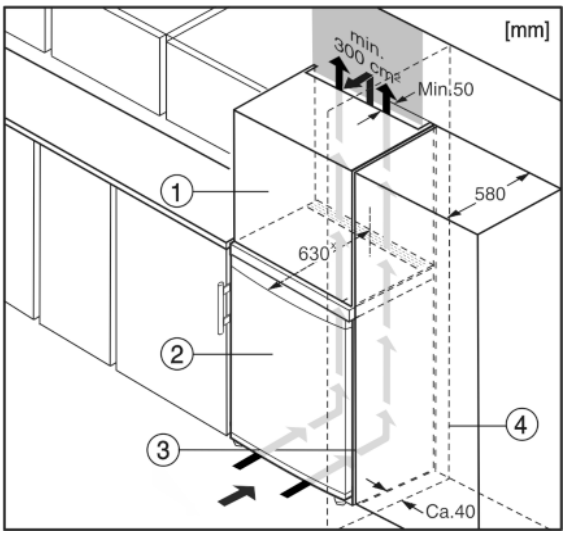

Fig. 10
The appliance can be built into kitchen units. A top cupboard *Fig. 10 (2)* can be added above the appliance in order to bring the appliance *Fig. 10 (1)* up to the height of the fitted kitchen units.
When installing with kitchen units (max. depth 580 mm), the appliance can be positioned directly next to the kitchen cabinet *Fig. 10 (3)*. The appliance will project by 34 mm[x] at the sides and 50 mm[x] in the centre of the appliance in relation to the kitchen cabinet front.
If the appliance is installed with the hinges next to a wall *Fig. 10 (4)*, the distance between appliance and wall has to be at least 40 mm. This corresponds to the projection of the handle when the door is open.